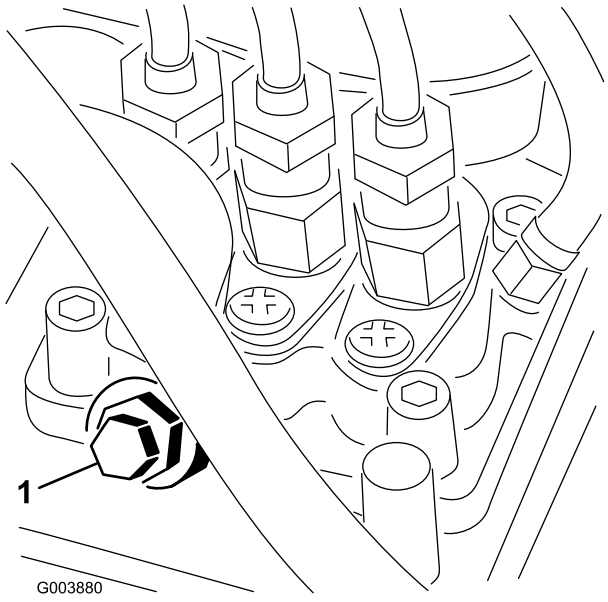

Figur 31
3. Öppna avluftarskruven på insprutningspumpen (Figur 31) med en 12 mm nyckel.